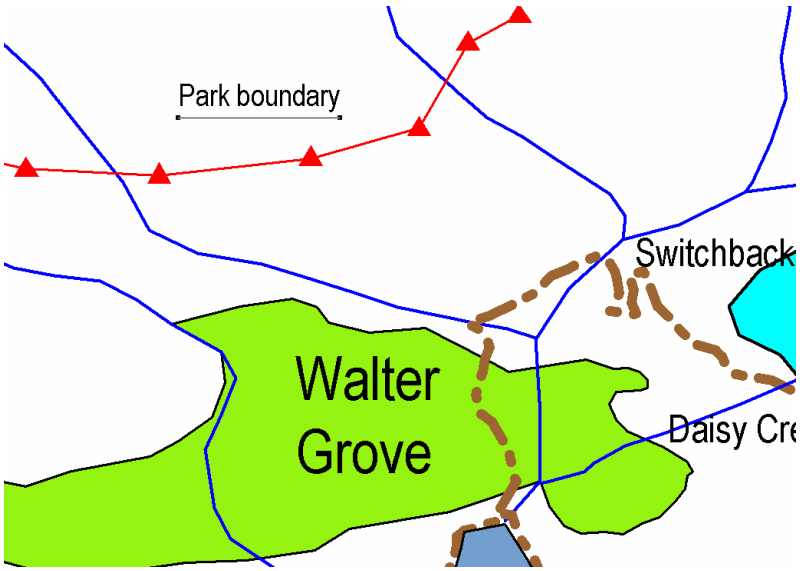

Figure 3.24a: Plan Window Feature Formatting Dialog Box
13. With the ABC cursor click on upper left corner of the map and enter the text ("Park Boundary"). See Figure 3.24a.